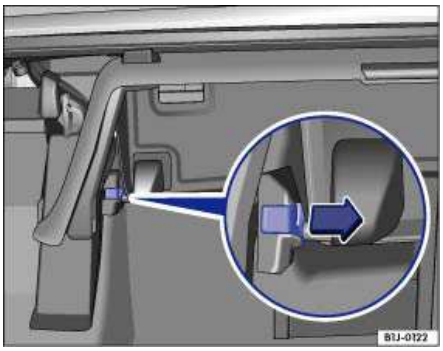

Fig. 99 Removing the inside luggage compartment cover.
- Pull the latch ⇒ fig. 99 (magnified view) in the direction of the arrow to release the hinge.